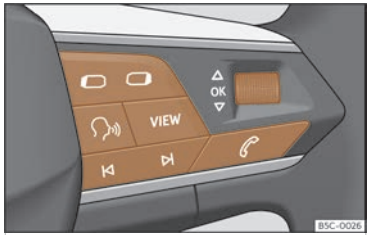

Fig. 7 Lado derecho del volante multifunción: teclas para utilizar los menús y las indicaciones informativas del cuadro de instrumentos (según versiones).
Mientras haya una advertencia con prioridad 1 ››› pág. 21, no se podrá acceder a ningún menú. Algunas advertencias se pueden confirmar y ocultar con la tecla OK del volante multifunción ››› fig. 7.
- Si se muestra un mensaje o el pictograma de un vehículo, pulse la tecla OK ››› fig. 7; si es necesario, varias veces.